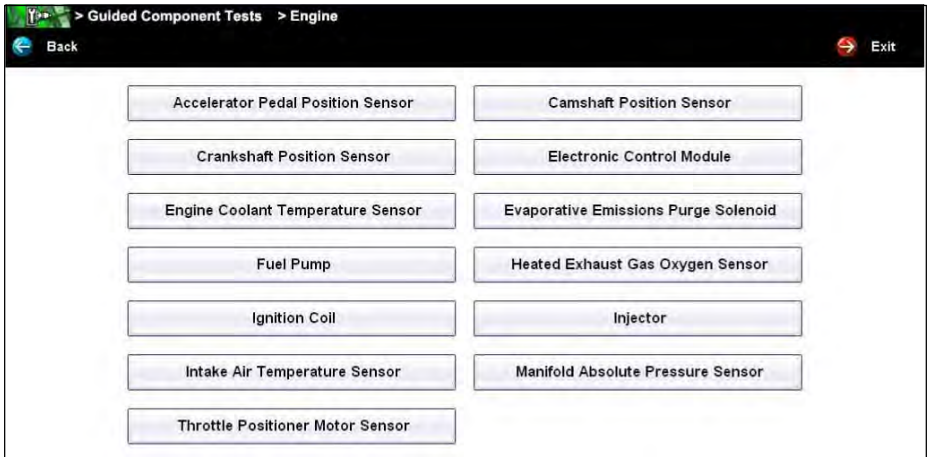

Figure 7-5 *Sample available component tests list*
8. Select **ENGINE** and a component test menu displays (Figure 7-5).